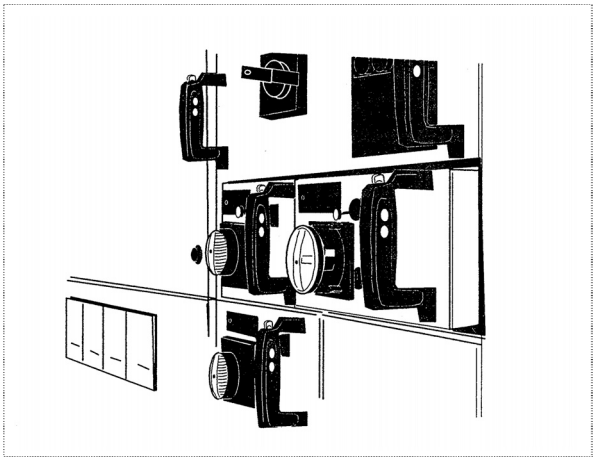

Рисунок 3-5: выдвижной блок в зафиксированном положении
- После отпускания защелки 1) выдвижной блок запирается и переводится в состояние готовности к работе. (см. Рисунок 3-5).